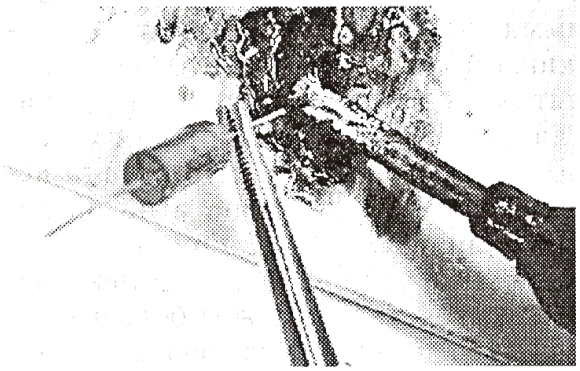

Рис. 19-4-2
- облудить (покрыть тонким слоем припоя) спаиваемые поверхности; для этого жало нагретого паяльника опускают поочередно в канифоль (флюс) и припой; затем им совершают возвратно-поступательное движение по облуживаемой поверхности (рис. 19-4-2).